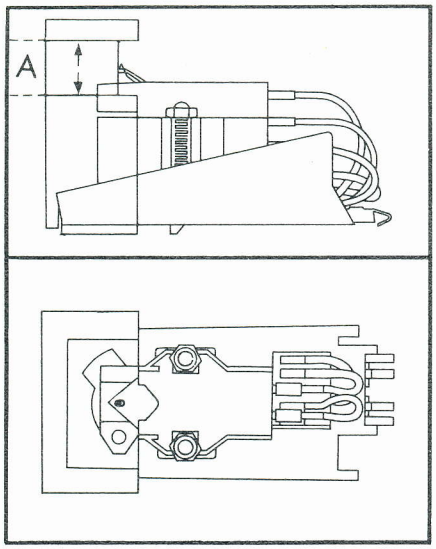

Fig. 16
3. Das Tonabnehmersystem ist richtig montiert, wenn die Aussparung der Montagelehre den Abtaststift des Tonabnehmersystems umschließt und in vertikaler Richtung die Abtastspitze sich innerhalb des Bereiches (A) befindet (Fig. 16).